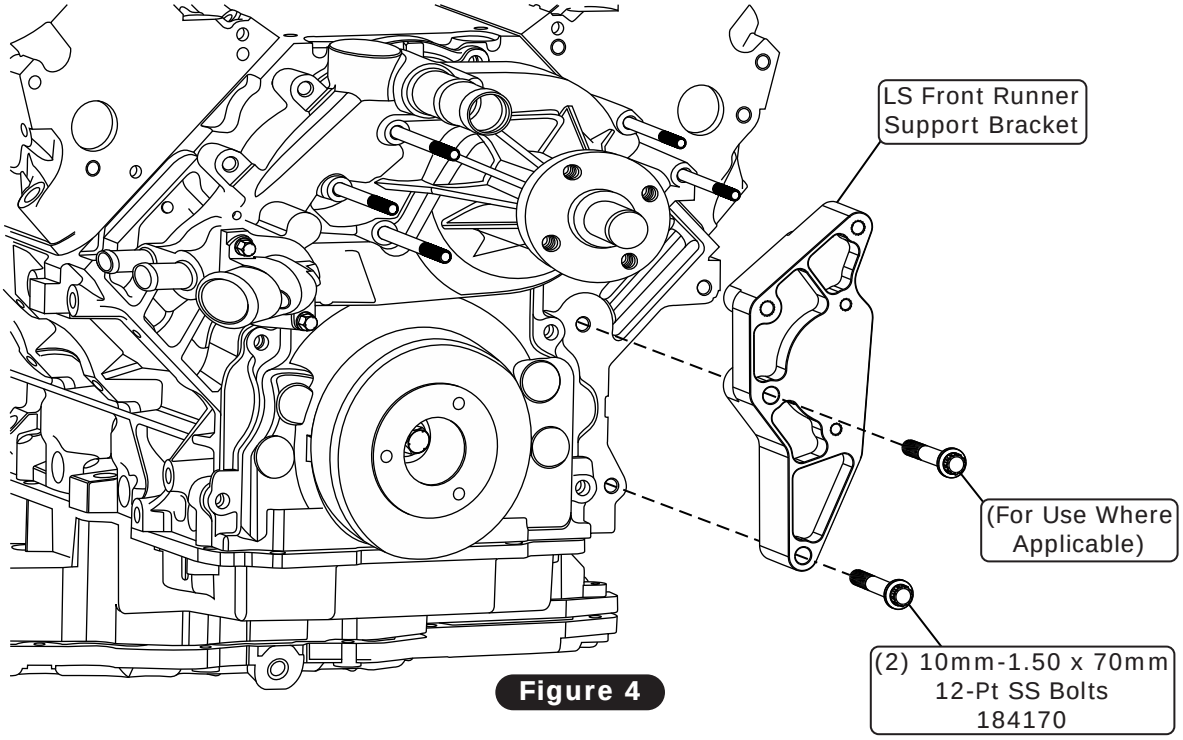

**Figure 4**
**1.** Install the support bracket onto the block using (2) 10mm-1.50 x 70mm 12-Pt SS bolts as shown in Figure 4, below. **NOTE: GM blocks vary in the number of mounting provisions provided, depending on the application. The support bracket will accommodate variance. Hand tighten fasteners only. Do not torque. See Figure 4, below.**